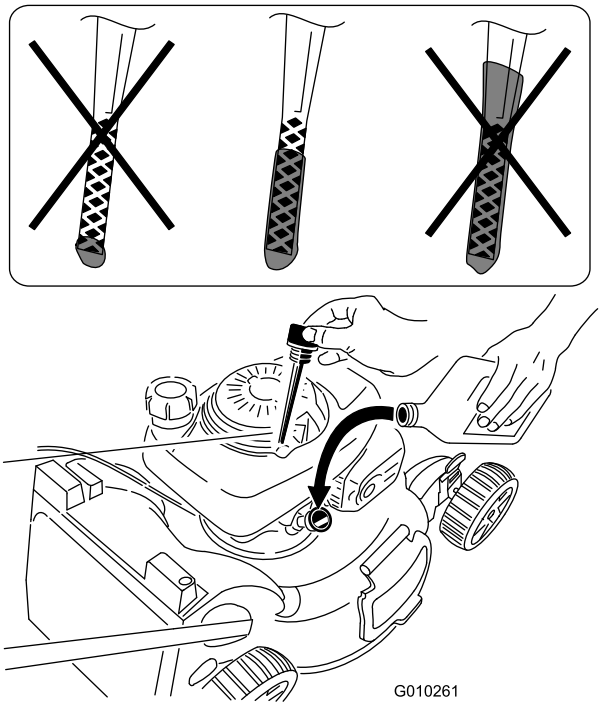

Figur 6
2. Ta ut oljestickan (Figur 6) och häll på olja i påfyllningsröret till ungefär 3/4 av vevhusets oljekapacitet.
5. Ta ut oljestickan och läs av oljenivån, se Figur 6.
- Om oljenivån är för låg fyller du långsamt på lite olja i oljepåfyllningsröret, väntar i tre minuter och upprepar sedan steg 3–5 tills rätt oljenivå uppnås, se Figur 6.
- Om oljenivån är för hög tappar du ur överflödig olja tills rätt oljenivå uppnås, se Figur 6. Läs om hur du tömmer ut den överflödiga oljan i Byta ut motoroljan (sida 17).